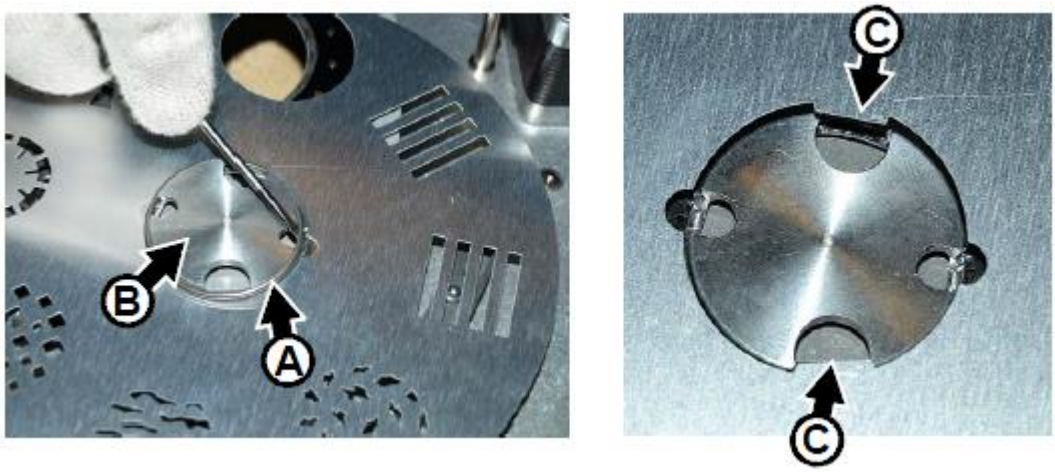

Рисунок 26: Снятие и монтаж колеса FX
4. См. Рисунок 26. С помощью малой плоской отвертки приподнять удерживающее пружинное кольцо **A** от ступицы статичного колеса гобо **B**, чтобы снять колесо. Избегать перегибания колеса при снятии и во время хранения.